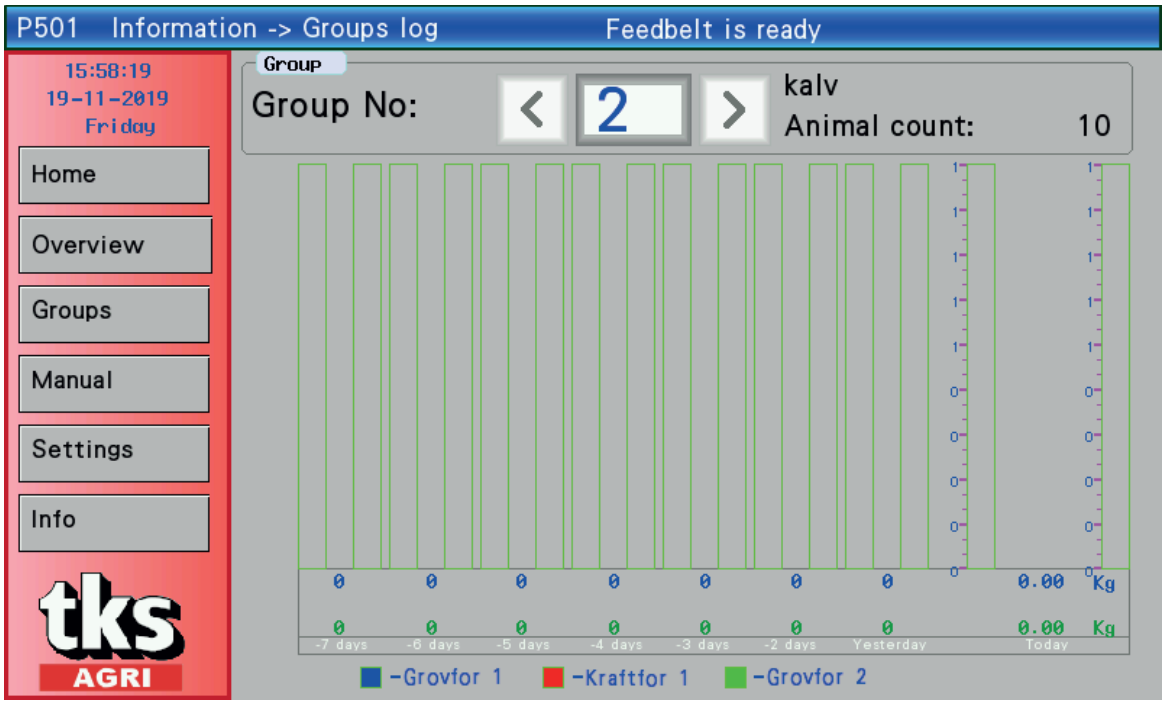

Fig. 37
- Use the arrow keys to change group. **See Fig. 37**